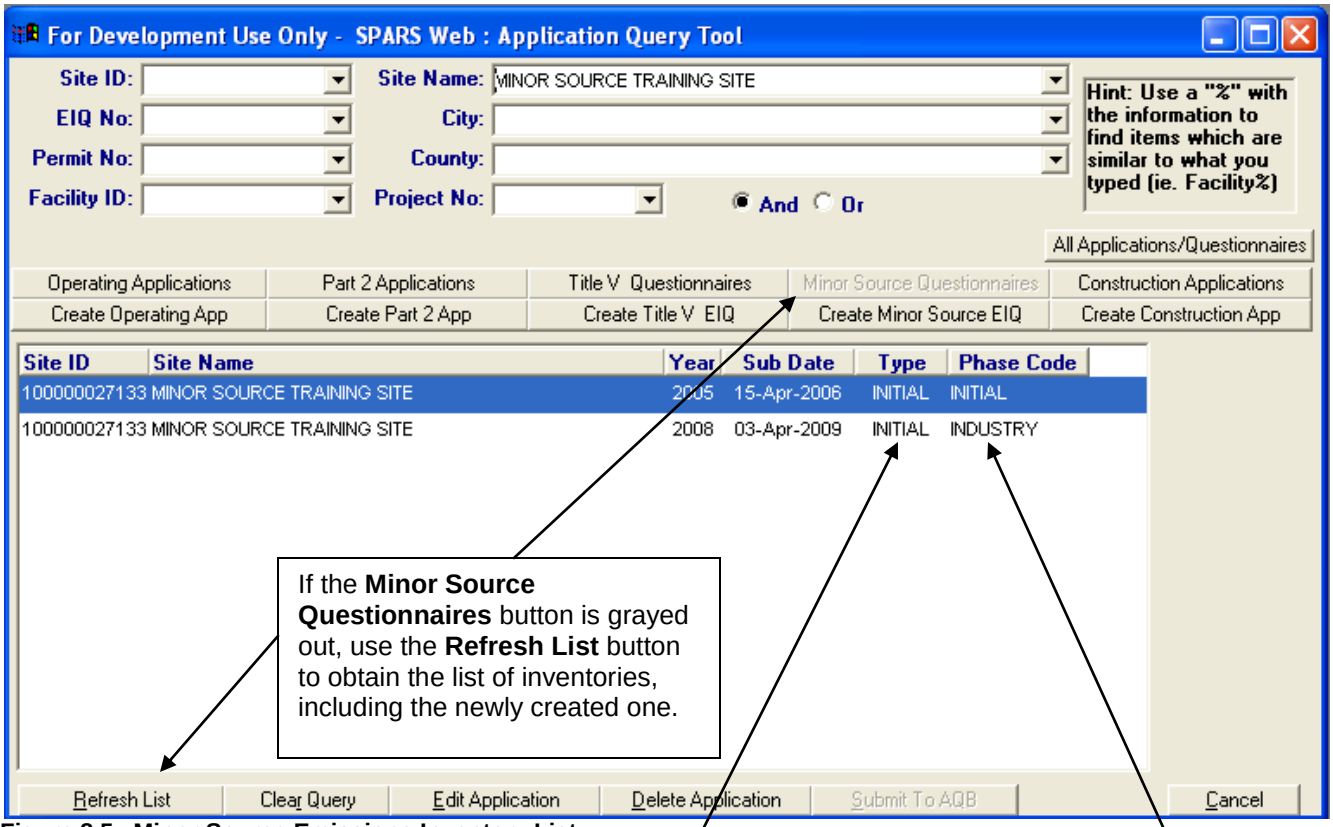

Figure 8.5 –Minor Source Emissions Inventory List
10. On the Application Query Tool, click the **Minor Source Questionnaires** button. If this button is grayed out, click the **Refresh List** button on the lower left of the Application Query Tool DataWindow. See Figure 8.5.